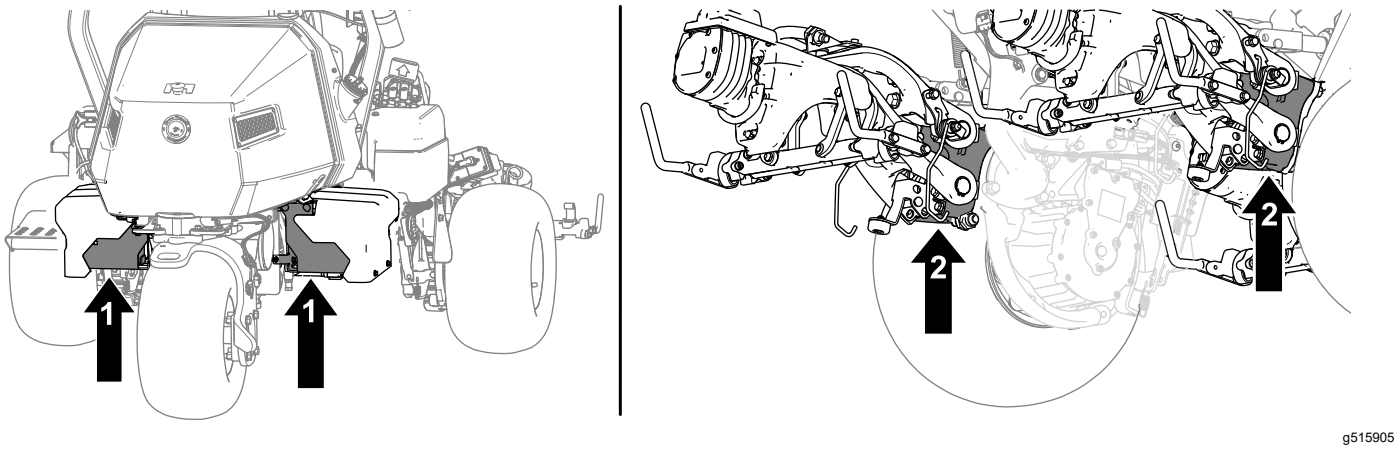

Figura 41
2. Después de elevar la máquina, utilice un gato fijo apropiado debajo de las zonas siguientes para apoyar la máquina (Figura 41):